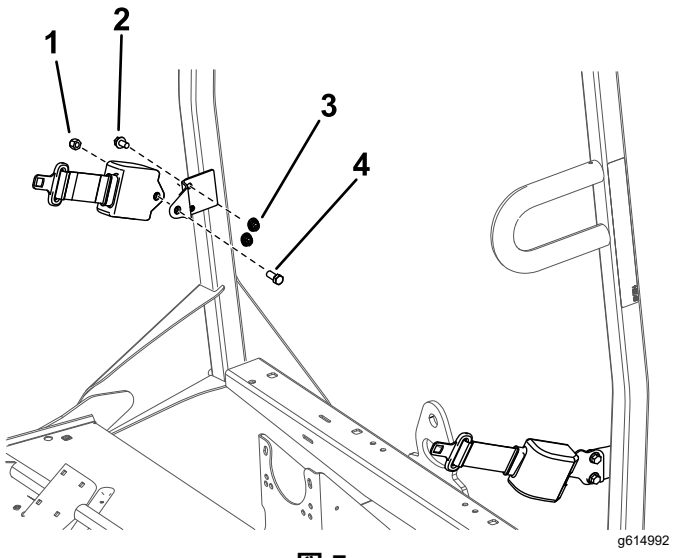

図 7
1. 各ROPSタブの外側に、シートベルトアンカーブラケットをボルト2本3/8"とナット2個3/8"で取り付ける図 7を参照。
2. 各シートベルト･アセンブリの引き込み側を、アンカーブラケットに取り付ける各々についてボルト7/16 インチ をナット 7/16 インチ を使用する 図 7。